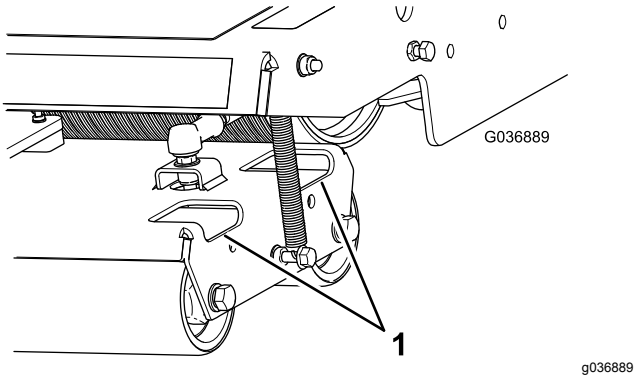

Figure 39
2. S'ils en ont besoin, nettoyez les rouleaux en faisant passer un jet d'eau dans les trous des logements des rouleaux (Figure 39).